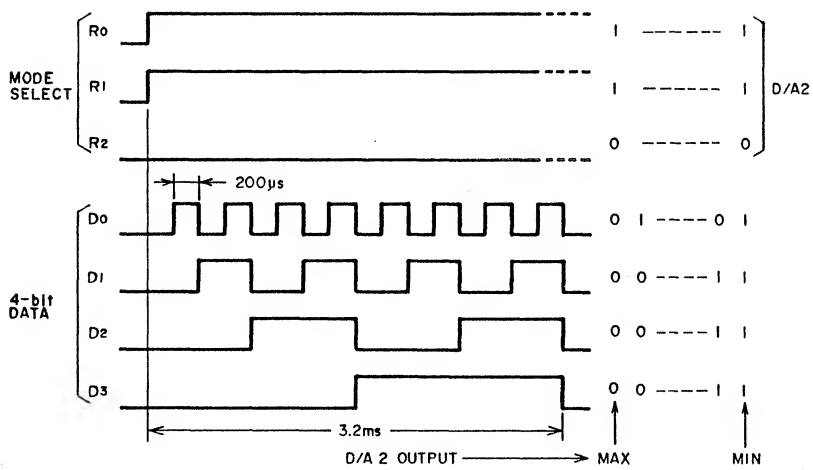

Fig. 12-8 Comparative Mode Data Format
(8) After the reset out becomes Low in (6) above, if the comp in becomes Low within 400 ms, then it switches to comparative mode (refer to figures 12-8 and 12-9). This comparative mode checks if the recorded level is within the acceptable limits or not.
(9) In the comparative mode,D/A 2 is selected on U603 by the mode select signal, and the 4-bit data is converted to analogue (DC) signals by D/A 2, and applied to pin 3 of the U607 comparator.
(10) In the comparative mode, the values for VCA, EQ, and D/A 1 in U603 are maintained at the same as they were during leader tape detection mode by the hold condencer.
(11) The 4-bit data changes from 0000 to 1111, changing the D/A 2 output voltage from maximum to minimum.
(12) When 0000 4-bit data is detected, the potential of pion 3 exceeds that of pin 2 on U607, changing comp in from Low to High.
(13) In response to the changing 4-bit data, the potential of pin 3 of U607 falls in a step form, and when it drops below that of pin 2 (proportional to the play level DC potential), comp in changes from High to Low.